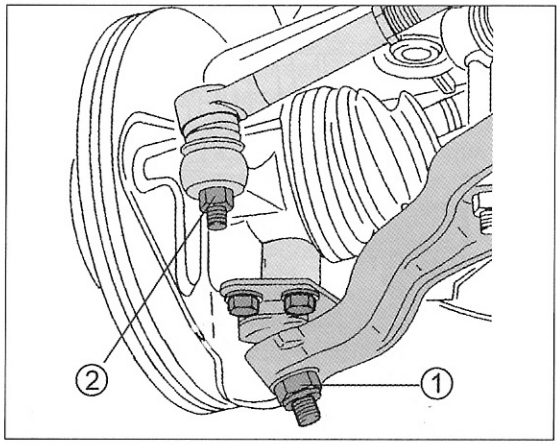

Bild 217
- Den Kugelbolzen des unteren Gelenks (2) in Bild 217 in den Achsschenkel einführen, eine neue Mutter aufschrauben und die Mutter anziehen. Hier gelten unterschiedliche Anzugsdrehmomente. Falls die Radwelle, d. h. das Ende der Antriebswelle, einen Durchmesser von 30 mm hat (Jumper/Boxer 10Q und 14Q, Ducato 10 und 14), die Mutter mit 130 Nm anziehen; beträgt der Durchmesser 35 mm (Jumper/Boxer 18Q, Ducato Maxi), wird sie mit 240 Nm angezogen.
- Den Bolzen des Spurstangengelenks (1) in Bild 217 in den Lenkhebel einsetzen und die Mutter (immer erneuern) mit 70 Nm anziehen.